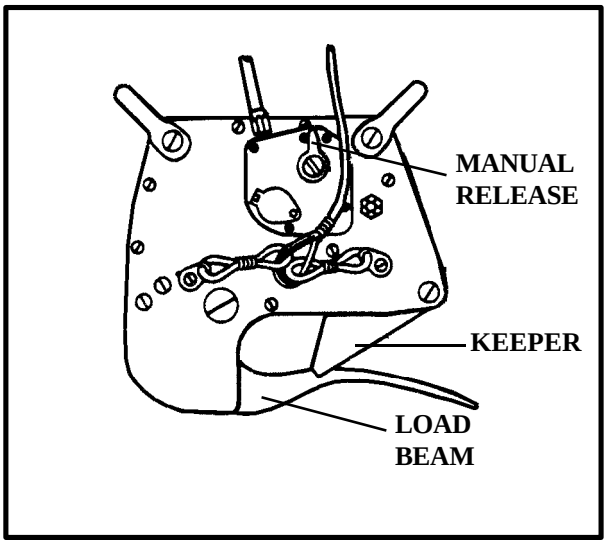

*Figure 2-9. H-3 Cargo Hook System*
**(3)** Both cargo hooks (Figure 2-9) are normally opened manually or electrically by the aircrew. A manual release lever is located on the right side of the cargo hook. In an emergency, the ground crew can move the lever aft to open the cargo hook. If the manual release lever should fail to open the cargo hook, do not use the cargo hook.